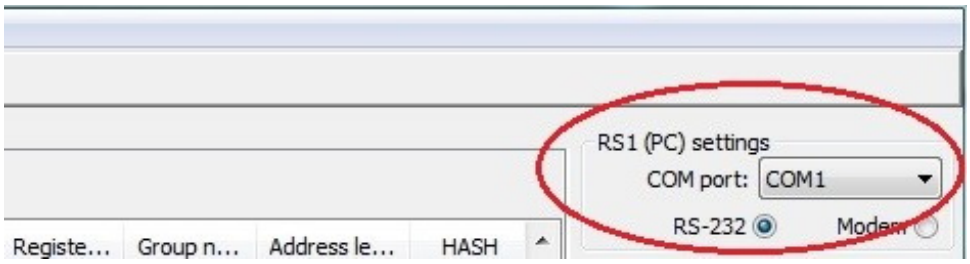

Abb. 4.1
2. Wählen Sie ***COM port*** im Feld ***RS1 (PC) settings*** (*Abb. 4.1*). Die entsprechende Portnummer finden Sie im *Geräte-Manager* unter dem Punkt *Verbindungen (COM und LPT)*. Wenn der Gerätetreiber erfolgreich installiert wurde, wird ein virtueller COM-Port in der Liste angezeigt.